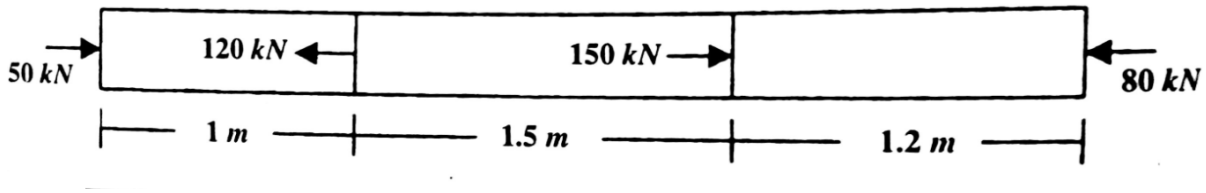

**FIG 1.**
**Q.2** (a) A mild steel bar, 2400mm$^2$ in cross-section is subjected to axial forces as shown in fig.1. If Young's modulus is 200GPa then find deformation developed in length of the bar. **03**
**પ્રશ્ન. ૨** (અ) પોલાદનો ક્રોસ સેક્શન 2400 mm$^2$ અને તેના પર આકૃતિ(1) મા દર્શાવ્યા પ્રમાણે ના અક્ષીય બળો લાગે છે.જો યંગ મોડ્યુલસ 200 GPa હોય, તો સળીયાની લંબાઇ મા થતો વિકાર શોધો. **03**